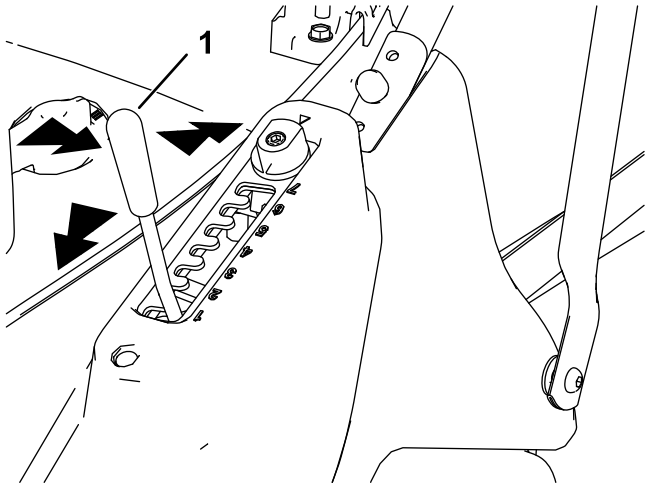

**Rysunek 12**
1. Chwyć za dźwignię wysokości koszenia i pociągnij ją w bok, zwalniając ją z wycięcia blokującego (Rysunek 12).
2. Pchnij dźwignię do przodu, aby obniżyć lub pociągnij ją do tyłu, aby podwyższyć wysokość koszenia (Rysunek 12).
3. Po ustawieniu w wymaganej pozycji zwolnij dźwignię i upewnij się, że wskoczy ona pewnie w 1 z 7 wycięć (Rysunek 12).